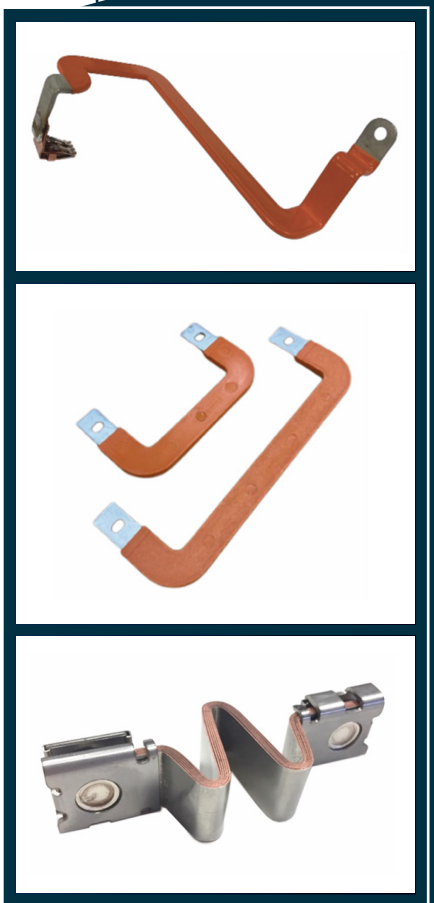

Figure 1: Examples of various bus bars- rigid, flexible, custom design
- Multiple Constructions – Cu & Al, rigid or flexible, laminated. See figure 1